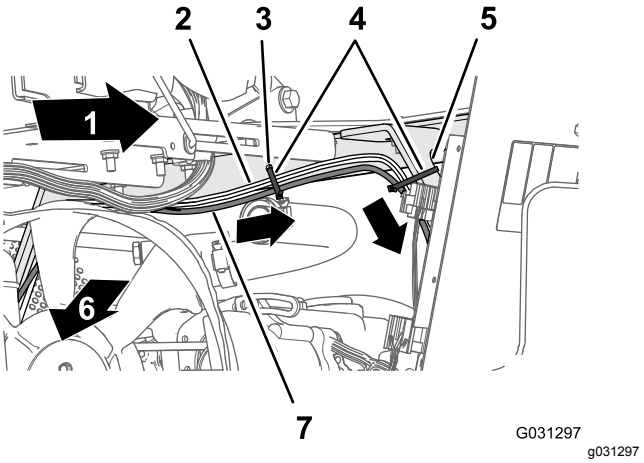
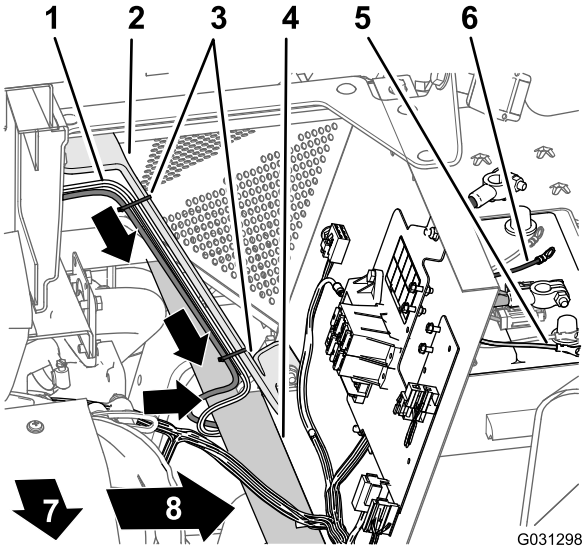

Figur 171
Figur 172
3. Før den 220 cm lange forgreningen for navigasjonssystemets elektriske ledningssats ned langs venstre støtte for motordekselet og under venstre rammerør (Figur 171).
4. Fest ledningssatsen til hullet i seteboksvinkelen og motordekselstøtten med tre kabelfester (Figur 171 og Figur 172).
5. Før 10 A-sikringen og de positive og negative ringklemmene i den 220 cm lange forgreningen av navigasjonssystemets elektriske ledningssats til oversiden av batteriet (Figur 172).